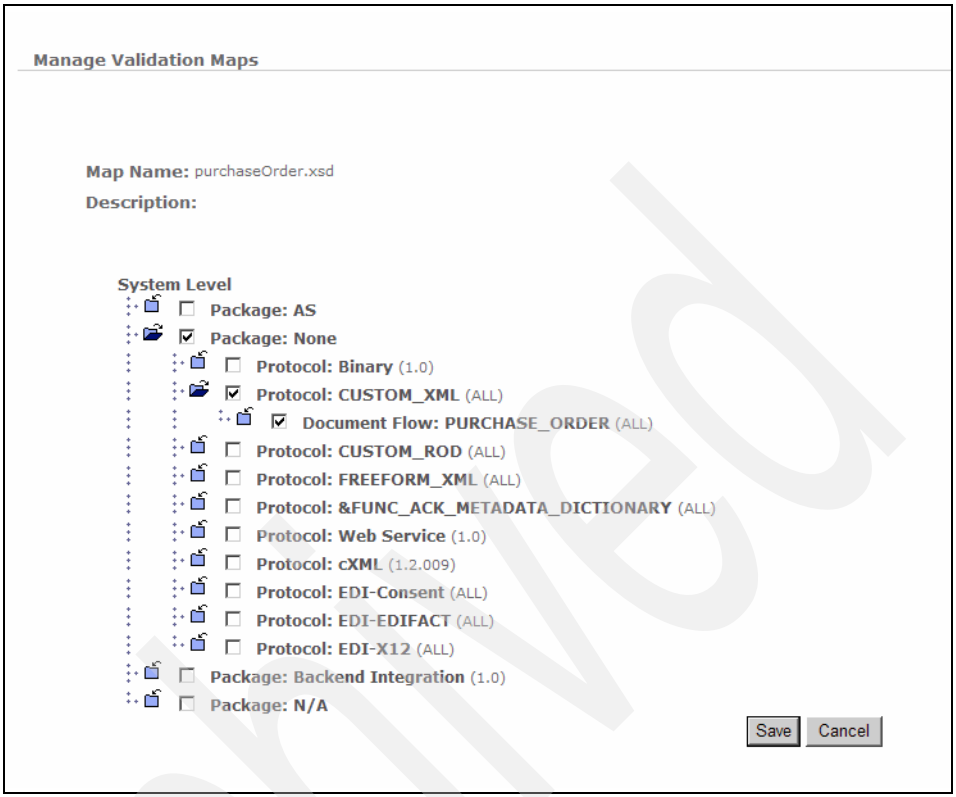

Figure 19-10 Associating the Validation map purchaseOrder.xsd with the Document flow definitions
5. Under the System Levels, elect the **Package**, **Protocol** and **Document flow** that the validation map is to be associated with (See Figure 19-10 on page 640).